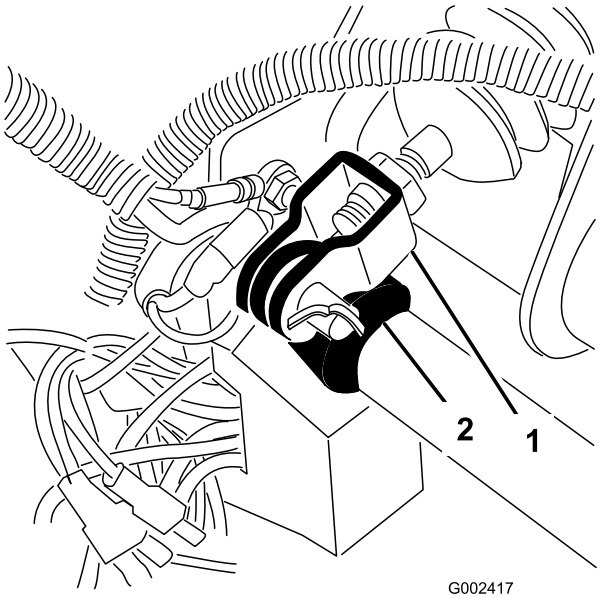

Figur 64
1. Fjern låseclipsen og gaffelbolten, som fastgør hovedcylindergaflen til bremsepedalens drejetap (Figur 64).